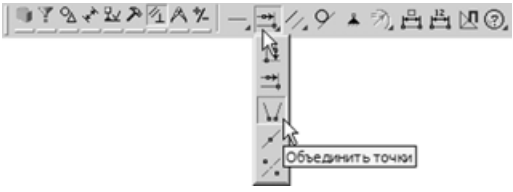

Рис. 5.16
- Включите кнопку **Объединить точки** панели расширенных команд параметризации точек (рис. 5.16).